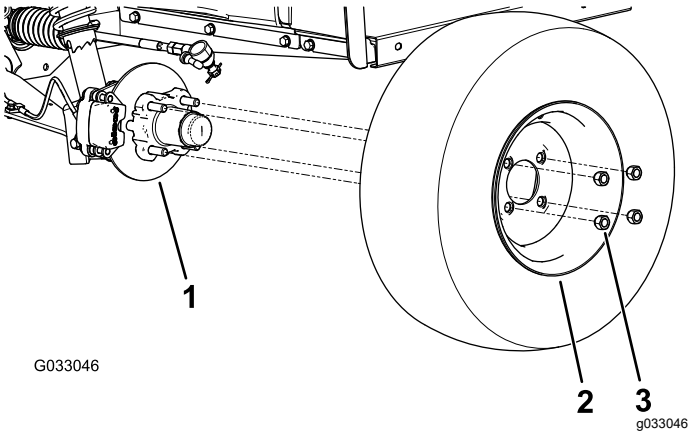

**Figura 26**
2. Retire las 4 tuercas que sujetan la rueda al cubo (Figura 26).
4. Alinee los taladros de la rueda con los espárragos del cubo y monte la rueda en el cubo con la válvula hacia fuera (Figura 26).
5. Sujete la rueda al cubo usando las tuercas de rueda (Figura 26).